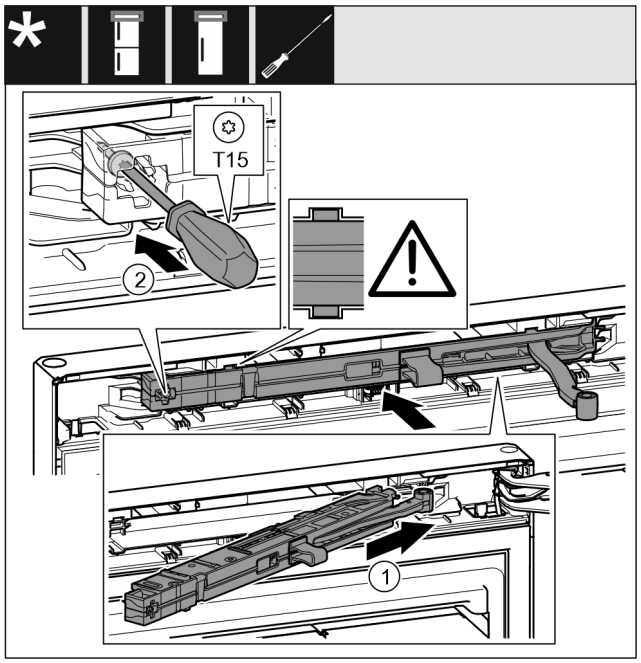

Fig. 25
- ▶ Schließdämpfereinheit auf der Lagerbockseite bis zum Anschlag schräg in die Aussparung einschieben. *Fig. 25 (1)*
- ▶ Schraube mit einem Schraubendreher T15 festschrauben. *Fig. 25 (2)*